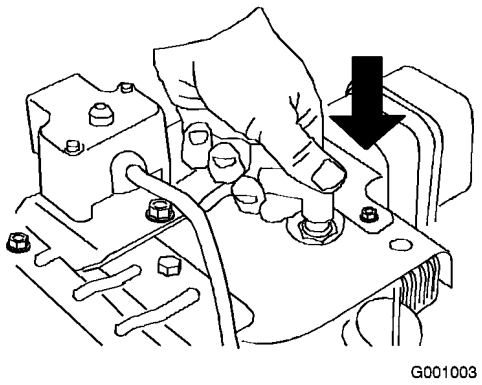

Figur 24
1. Anslut tändkabeln (Figur 24).